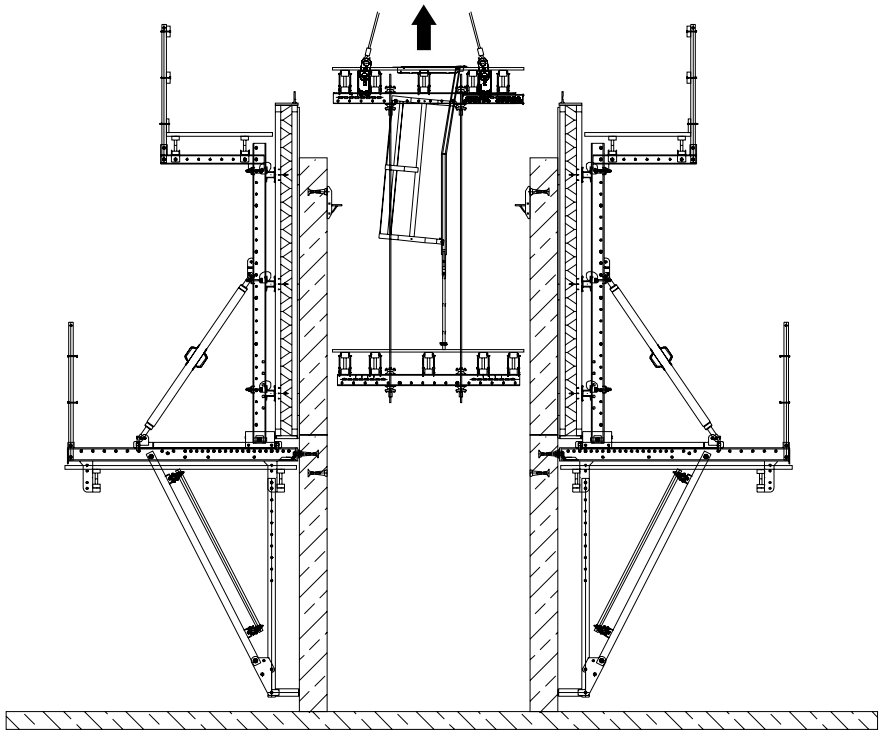

Abb. 03
2. Schachtbühne ausheben (Abb. 03).